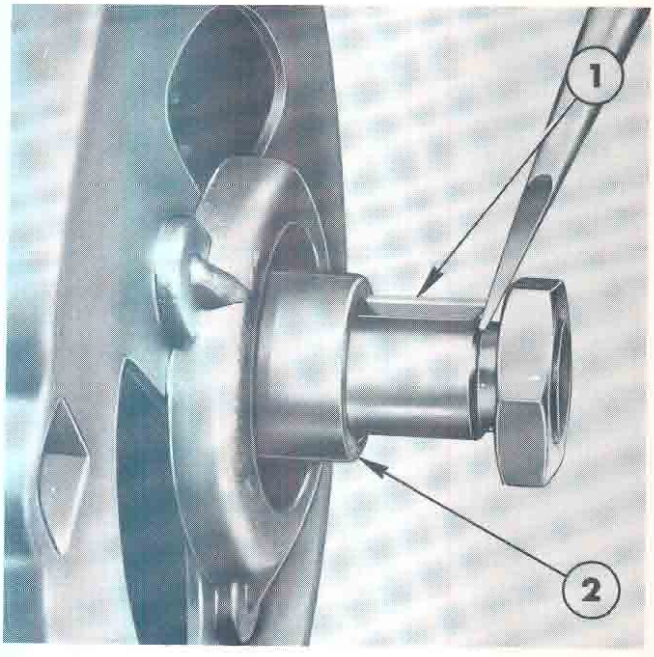

Figure 29
3. Remove the key with diagonal pliers. If the sides of the key are slightly rounded from running loose, place the nut back on the shaft. Use a screwdriver to pry the key from the slot as shown in Figure 29. Remove the spacer from the shaft.